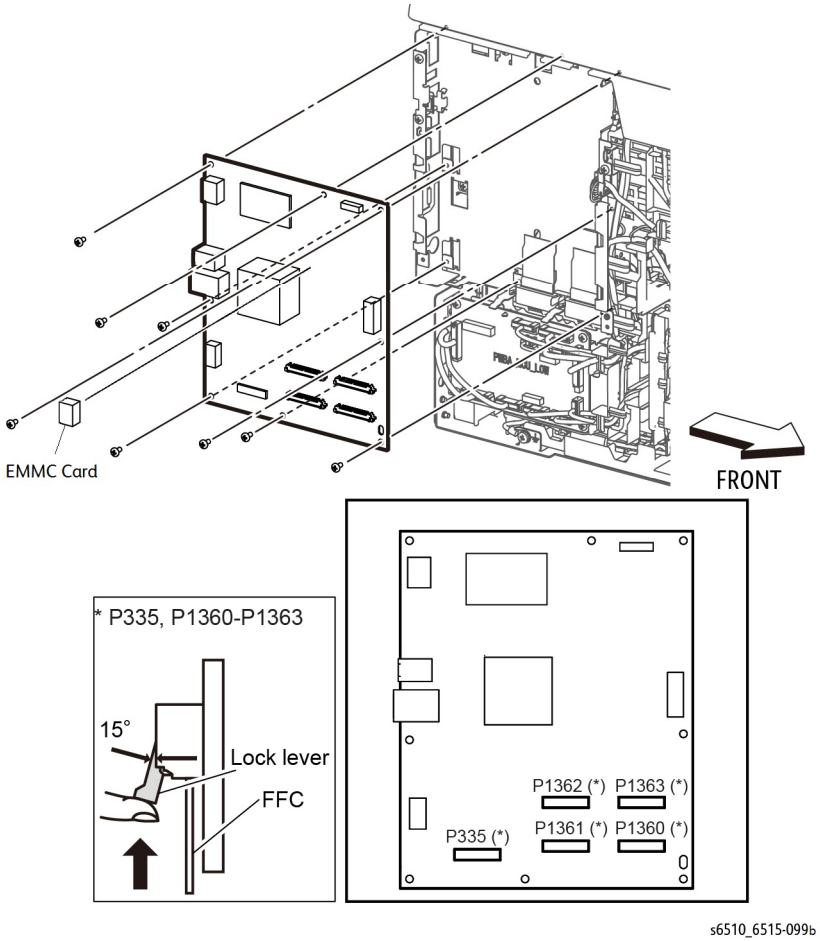

Figure 1 Remove the ESS Board (SFP)
NOTE: *In the following step, when releasing the lock lever on the FFC connector, slightly open the lock lever to 15 degrees until the lock lever contacts the FFC connector as shown in Figure 1. After releasing the lock lever, hold the lever while gently pulling the FFC from the connector.*
4. Refer to Figure 1 to unplug the FFCs (P/J1360, P/J1361, P/J1362, P/J1363, P/J335) and the connectors (P/J301, P/J353, P/J356, P/J1337,P/J1352, P/J1370, P/J1371, P/J1372, P/J1374, P/J1377). When unplugging the FFC (P/J335), keep the cable clamp open.
5. Refer to Figure 1 to remove the eight screws (silver, M3x6mm) that attach the ESS Board to the ESS Box and remove the board.